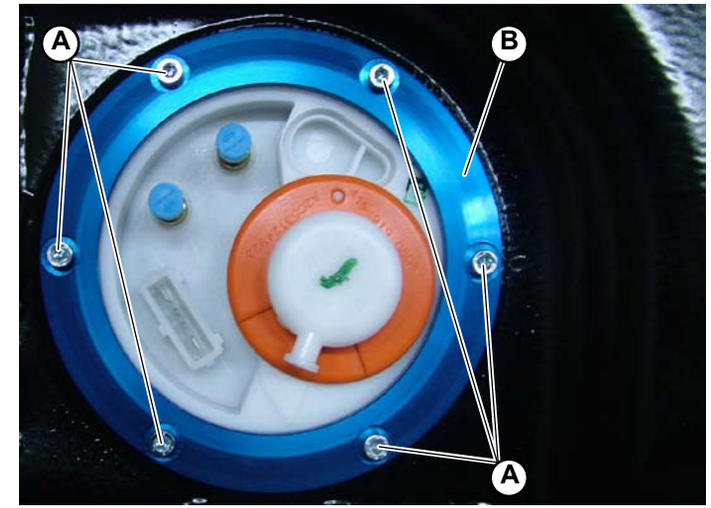

Fig.1
1. Unscrew the screws (**A-Fig.1**) securing each of the two pumps to the tank.
2. Remove the pumps (**B-Fig.1**).